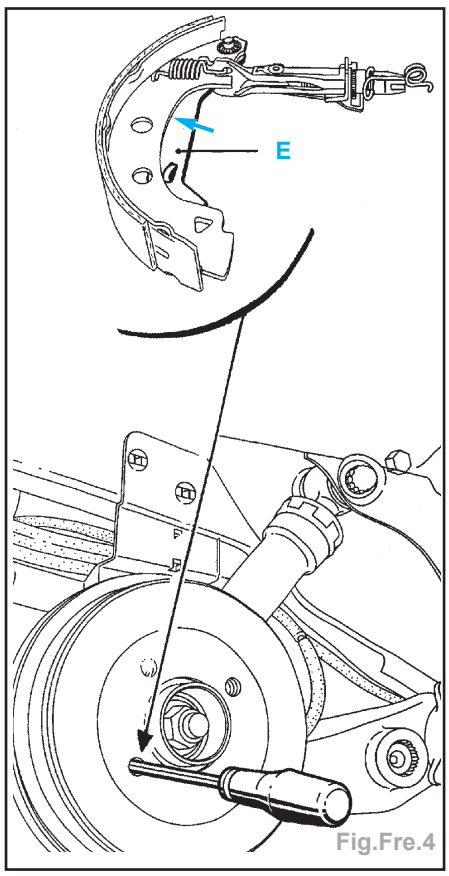

Fig.Fre.4
- Passer, par l'intermédiaire d'un trou de fixation de la roue sur le tambour, un tournevis, et pousser sur le levier de frein à main pour dégager l'ergot du segment de frein (**E**) (Fig.Fre.4).